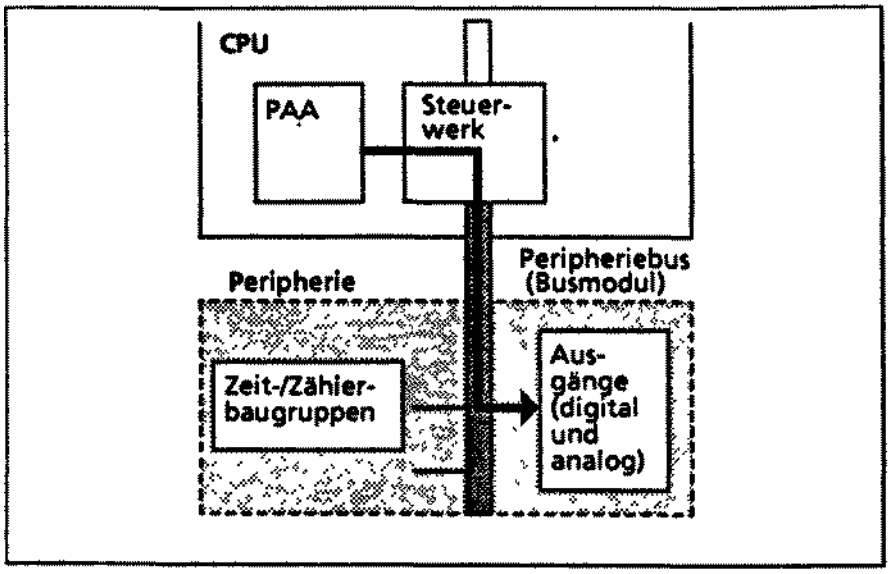

Рис. 2.8 Процессор переносит PAA на периферийные модули.
* Сразу после окончания вычислений, т. е. в конце цикла, процессор переносит вычисленные состояния сигналов, которые находятся в таблице отображения выходов "PAA", на модули выходов, таймеров и счетчиков (рис. 2.8). Теперь может начинаться новый цикл.